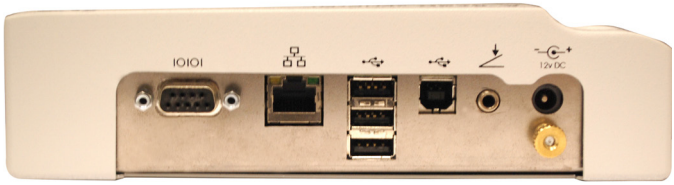

Figure 3-4 Component Connectors (Left Side of Instrument)
2. Locate the power connector, on the side, at the left of the instrument (see Figure 3-4 below).